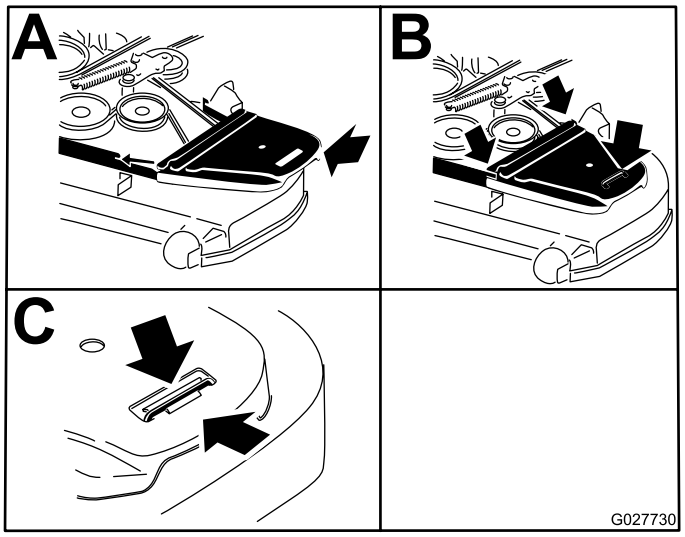

Figur 77
14. Monter beltedekslene og boltene som er festet til dem (Figur 77).